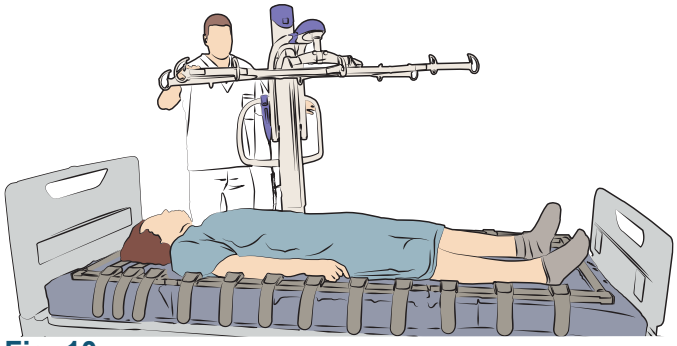

Fig. 10
1. Rapprochez le lève-personne du patient. Voir fig. 10.